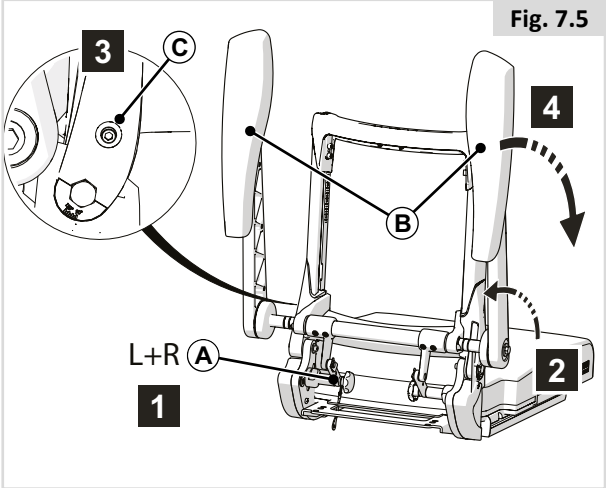

Fig. 7.5
7.4 Abaissement du dossier avec accoudoirs relevables (Fig. 7.5)